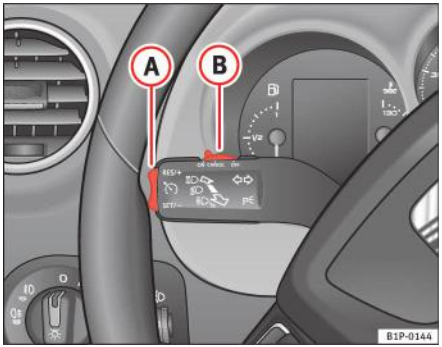

Fig. 132 Maneta pentru semnalizarea direcției şi faza lungă: comutatorul şi comutatorul basculant pentru tempomat
– Pentru a creşte viteza, apăsați partea superioară **RES/+** a butonului basculant ⇒ fig. 132 (A). Automobilul va continua să accelereze cât timp continuați să apăsați comutatorul basculant. La eliberarea butonului, noua viteză este memorată.
Tempomatul este oprit dacă reduceți viteza prin apăsarea pedalei de frână. Tempomatul poate fi dezactivat apăsând o dată partea superioară a butonului basculant **RES/+** ⇒ fig. 132 (A).